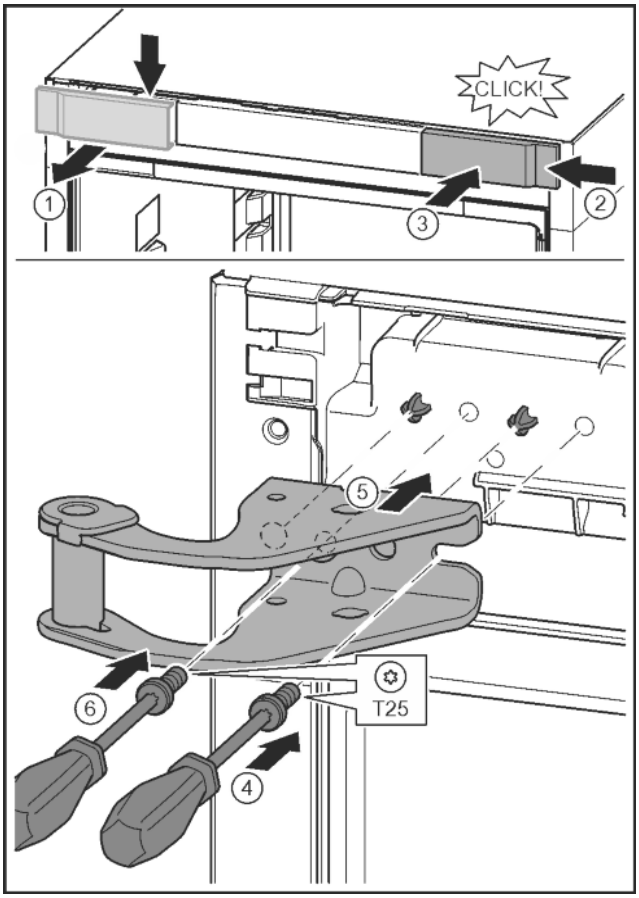

Fig. 15
▶ Libérer le cache et le retirer latéralement. *Fig. 15 (1)*
▶ Accrocher le cache tourné de 180° de l'autre côté à droite. *Fig. 15 (2)*
▶ Encliqueter le cache. *Fig. 15 (3)*
▶ Mettre en place la vis avec un tournevis T25. *Fig. 15 (4)*
▶ Mettre en place le support de palier supérieur. *Fig. 15 (5)*
▶ Serrer la vis. *Fig. 15 (4)*
▶ Mettre en place la vis avec un tournevis T25 et la serrer. *Fig. 15 (6)*